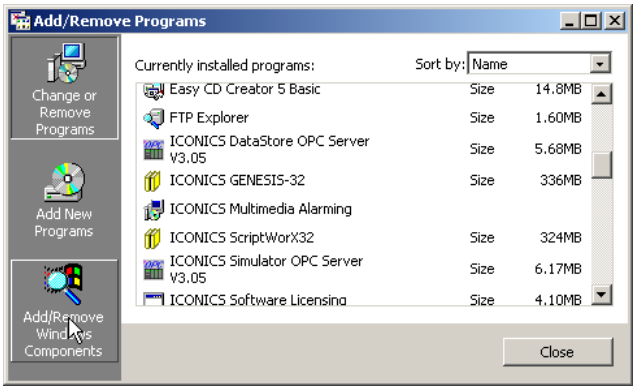

Figure 2.8: Add/Remove Programs Dialog Box in Windows 2000
2. In the **Control Panel,** click on **Add/Remove Programs.** The **Add/Remove Programs** dialog box will appear, as shown in **Figure 2.8.** Click on the **Add/Remove Windows Components** icon in the left-hand column of the dialog box, as shown in **Figure 2.8.**